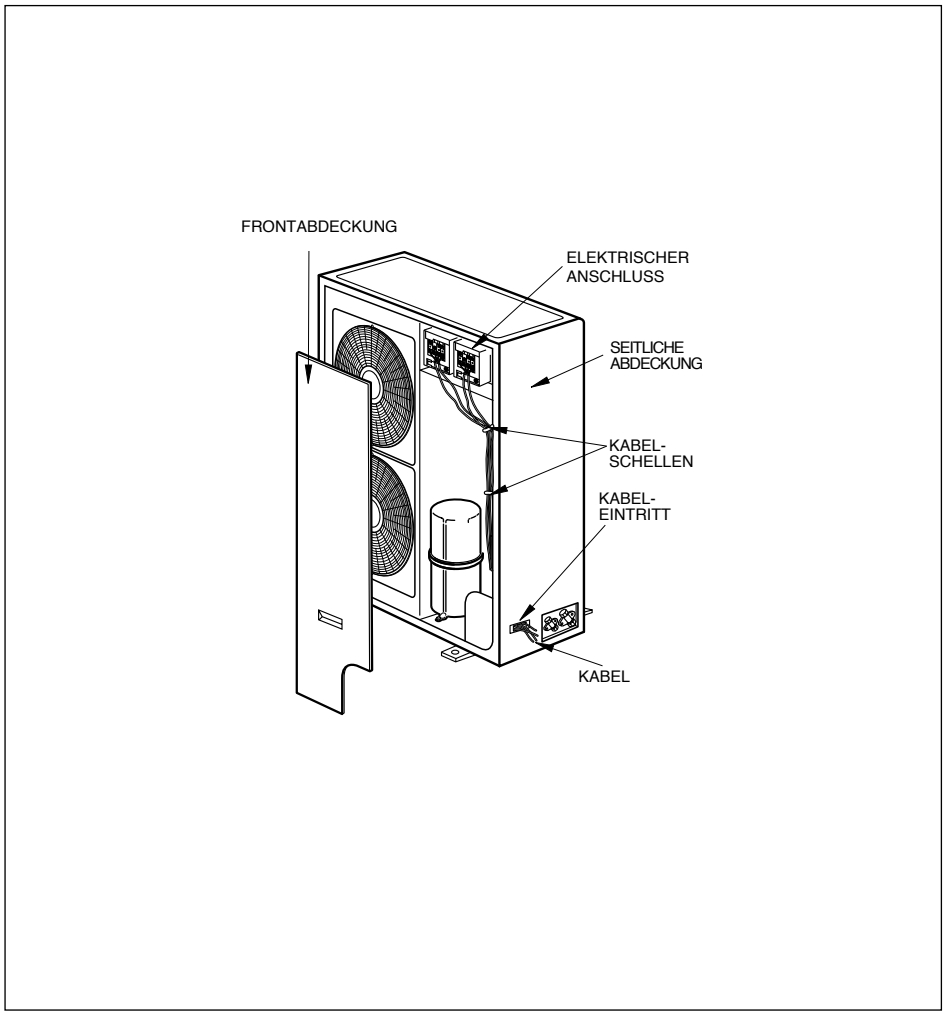

Fig. 18
(1) Frontabdeckung abnehmen (Fig. 18).
(2) Kabeleintritt mit Kabeldurchführung ausstatten.
(3) Alle Leitungen durch diese Kabeldurchführung einführen.
(4) Außengerät in Übereinstimmung mit dem entsprechenden Schaltbild anschließen.
(5) Netzkabel mit Kabelschellen befestigen.